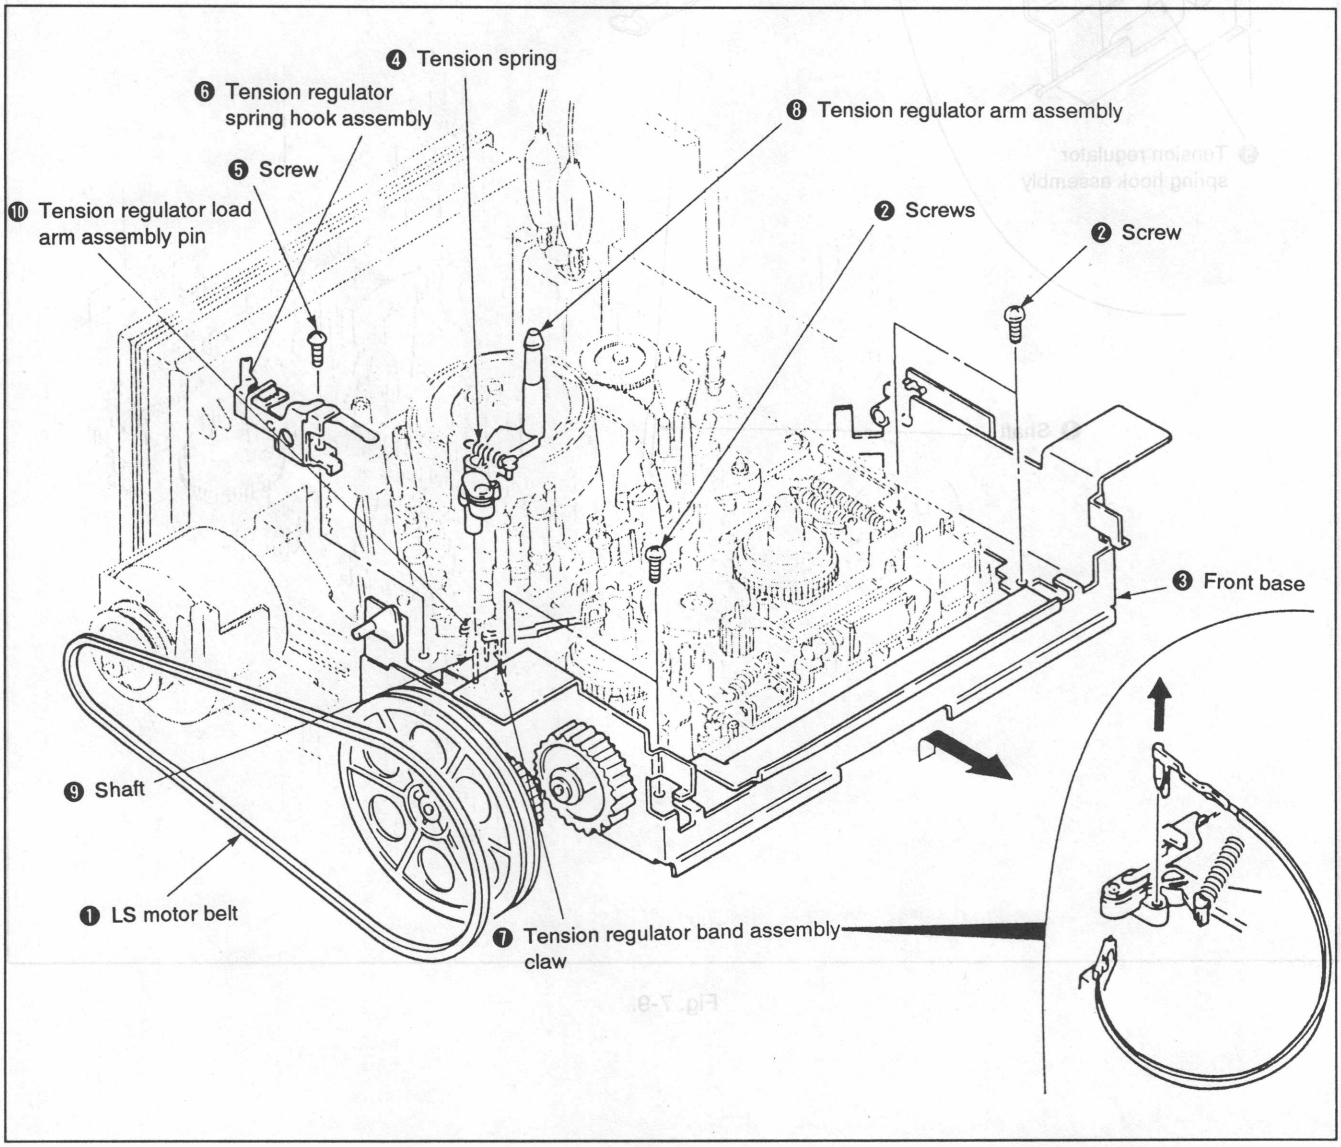

Fig. 7-10.
1. Removal (See Fig. 7-10.)
2. Mounting (See Fig. 7-10.)